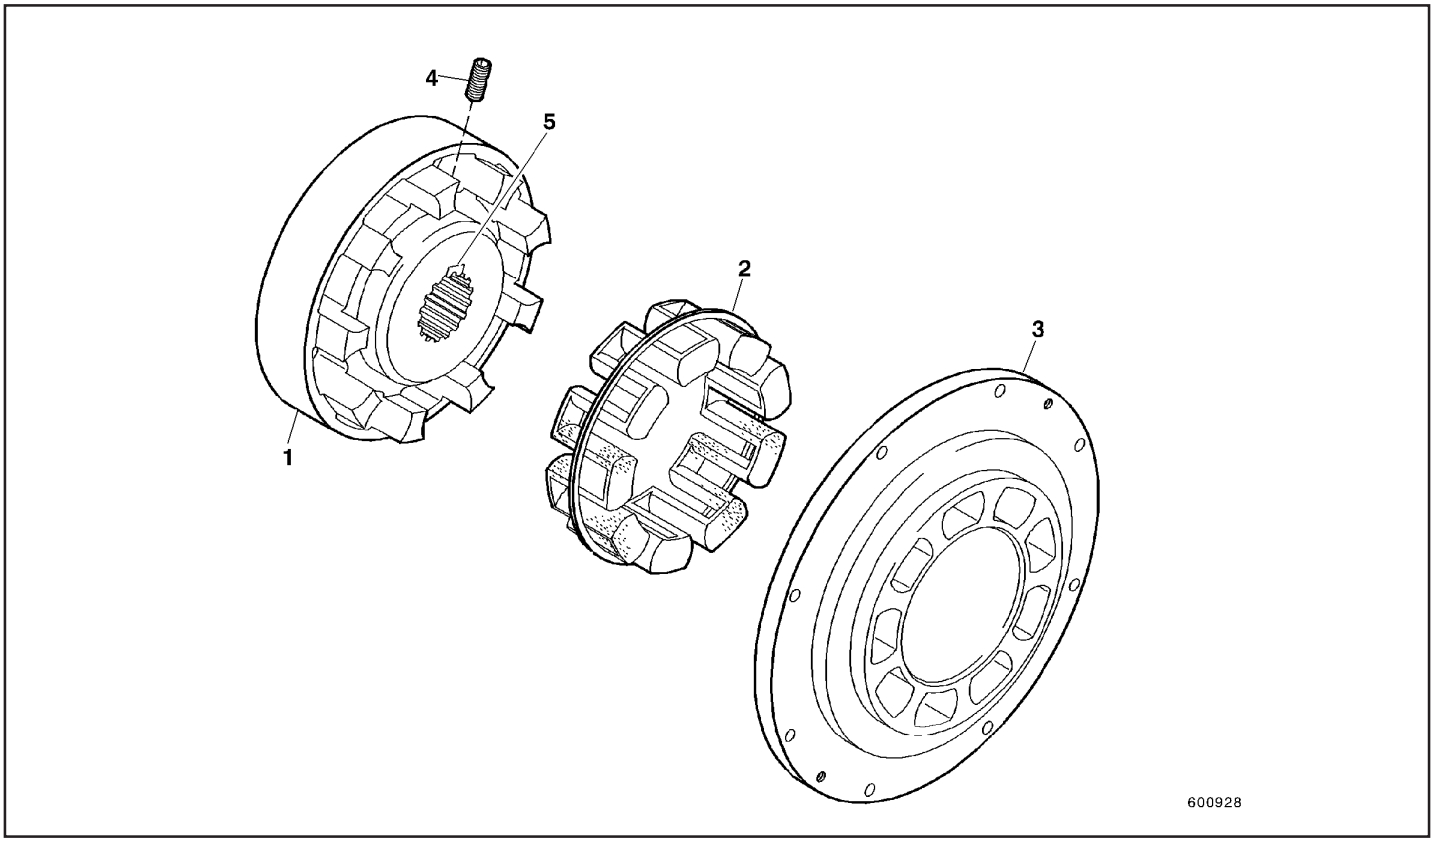

Fig.2
O cubo (1, Fig.2) é encaixado no eixo estriado da bomba dupla e preso com uma chaveta de segurança (5). A chaveta de segurança é prensada e presa nas estrias por um prisioneiro (4).
- Remova os parafusos (3) e remova o acoplamento do volante.
- Afrouxe o parafuso de ajuste (4, Fig.2, pág.21).
- Tire o cubo do acoplamento (1) e espaçador de borracha (2) do eixo da bomba.
- Coloque o cubo do acoplamento (1, Fig.2) sobre o eixo da bomba até o batente limitador, aperte o parafuso de ajuste (4) com um torquímetro (vide tabela de torques de aperto).